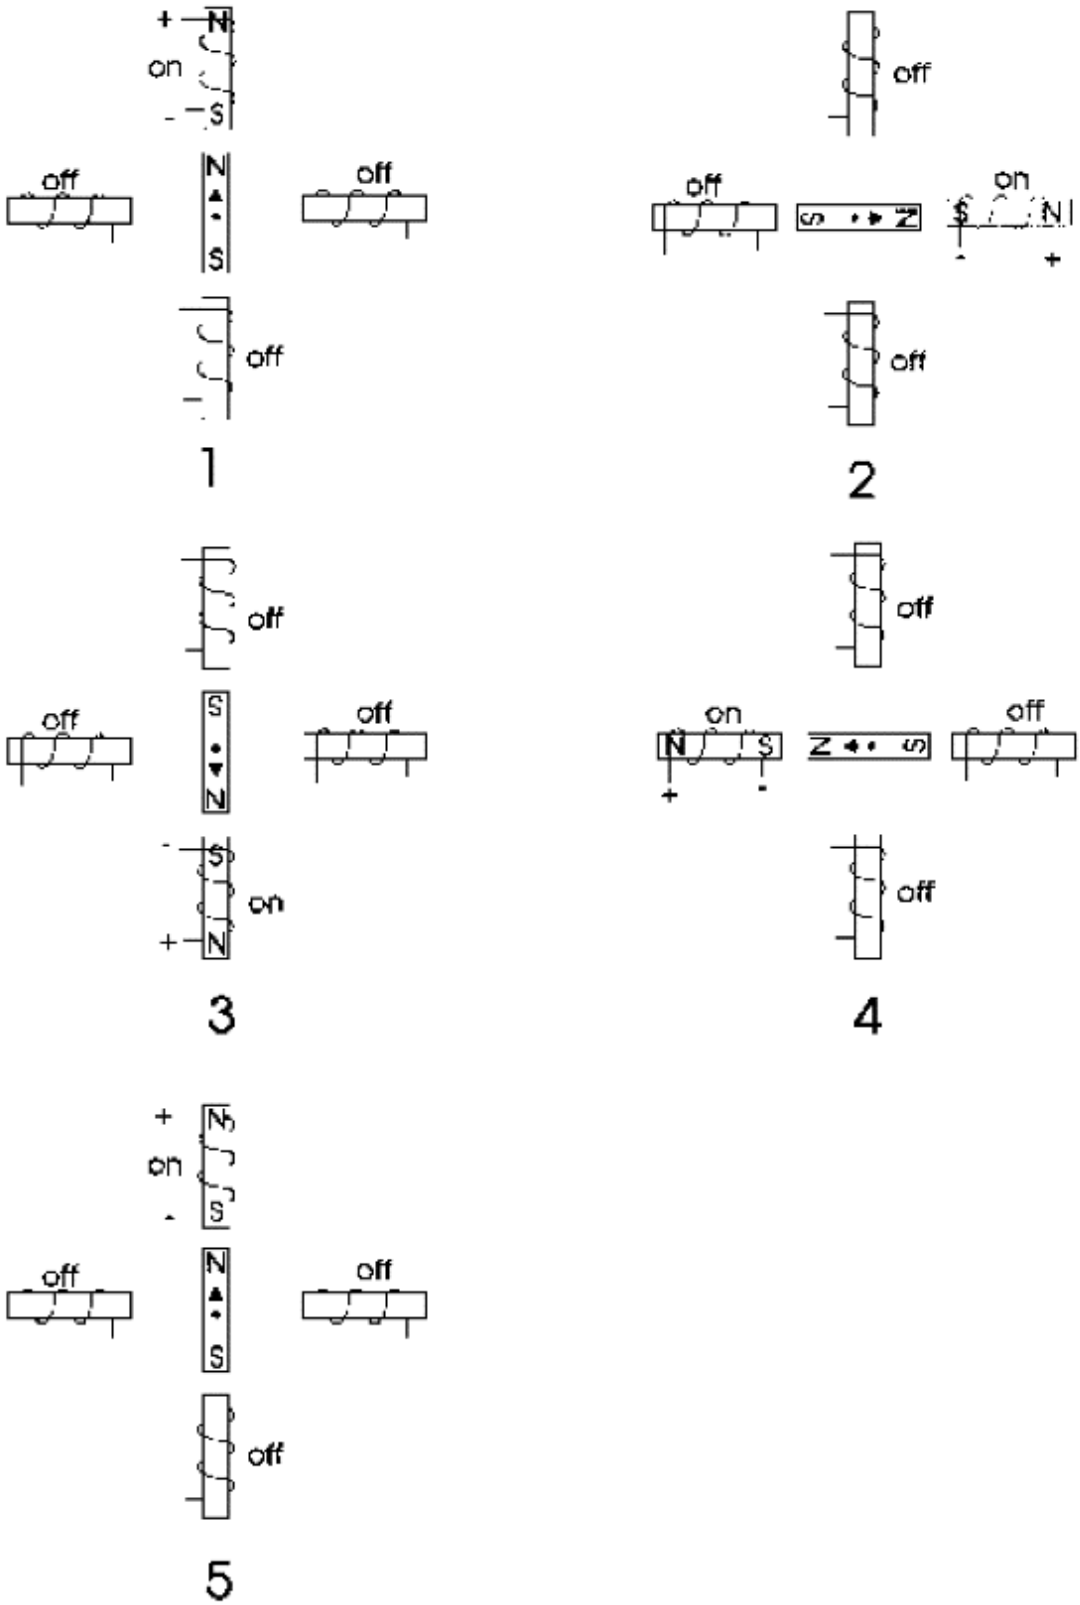

Figure 12.1 Stepper motor going through one rotation.
rotor. The electromagnets or windings are located on the stationary portion of the motor, called the *stator*. Figure 12.1 illustrates a stepper motor stepping through one complete rotation. The stator, or stationary portion of the motor, surrounds the rotor.
In Fig. 12.1, position 1, we start with the rotor facing the upper electromagnet, which is turned on. To move the rotor in a clockwise (CW) rotation, the upper electromagnet is switched off and the electromagnet to the right is switched on. This causes the rotor to rotate 90° CW to align itself with the electromagnet, shown in position 2. Continuing in the same manner, the rotor is stepped through a full rotation until we end up in the same position as we started, shown in position 5.
The amount of rotation per pulse is the *resolution* of the stepper motor. In the example illustrated in Fig. 12.1, the rotor turned 90° per pulse—not a very practical motor. A practical stepper motor has a greater resolution (smaller steps); for instance, it may rotate its shaft 1° per pulse (or step). Such a motor requires 360 pulses (or steps) to complete one revolution.
The stepper motor illustrated in Figs. 12.1 and 12.2 rotated 90° per step. Real-world stepper motors employ a series of mini-poles on the stator and rotor. The mini-poles reduce the number of degrees per step and improve the resolution of the stepper motor. Although the drawing in Fig. 12.3 appears more complex, the operation of the motor is identical to that of the motors shown in Figs. 12.1 and 12.2.